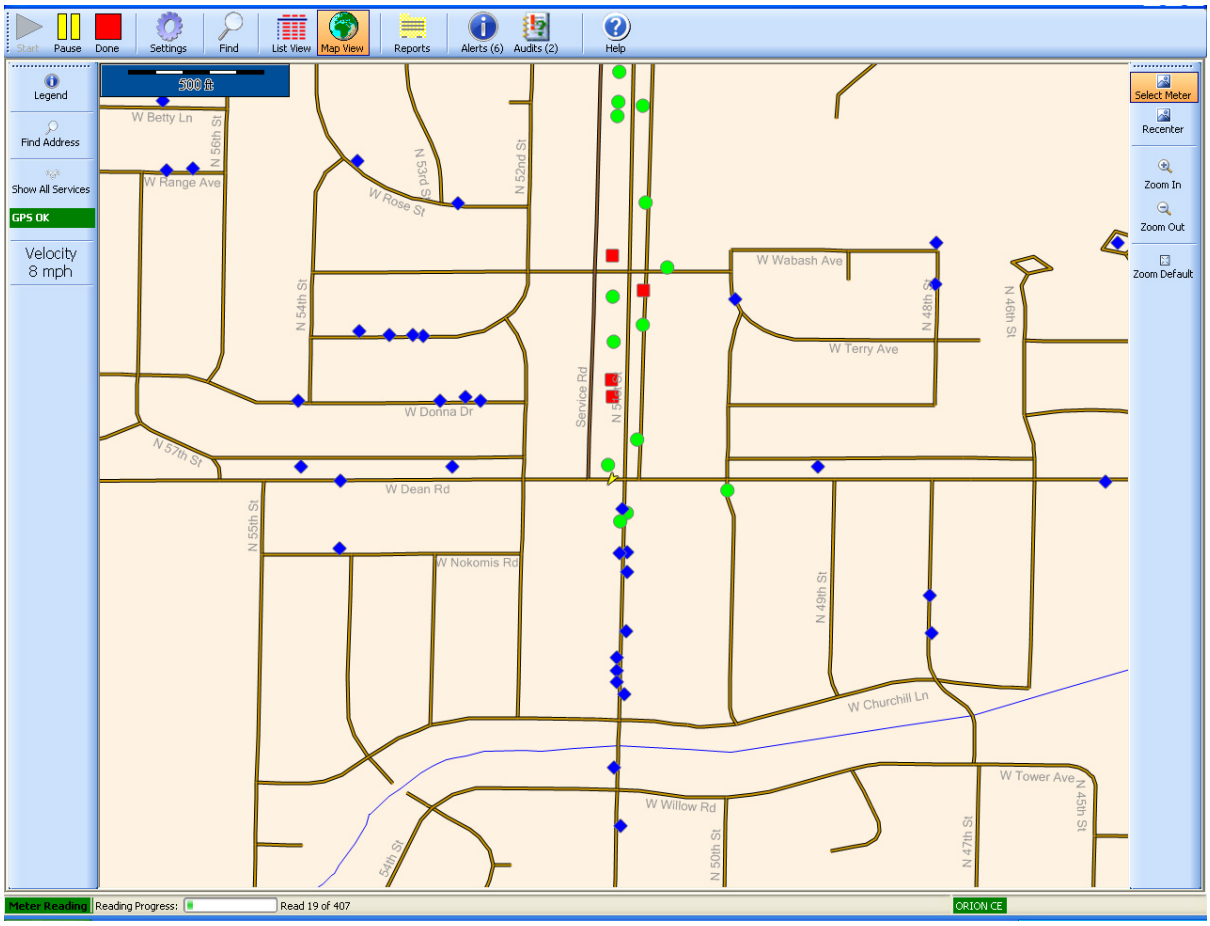

Figure 49: Meter reading in geocoding mode
*Result: In Map View, the map control display on the left side of the screen changes to show "**GPS OK**" and the vehicle speed (Figure 49).*
- **Summary** The current status of in-progress meter reading. This report displays as the default (*Figure 49*).